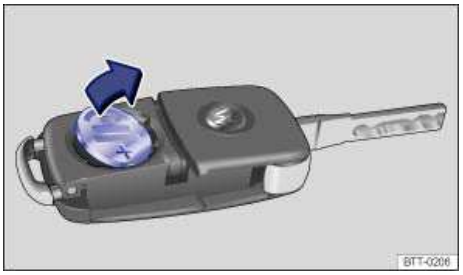

Fig. 21 Remote control vehicle key: Remove old battery.
- Use a thin object to pry the battery out of the battery compartment ⇒ fig. 21.